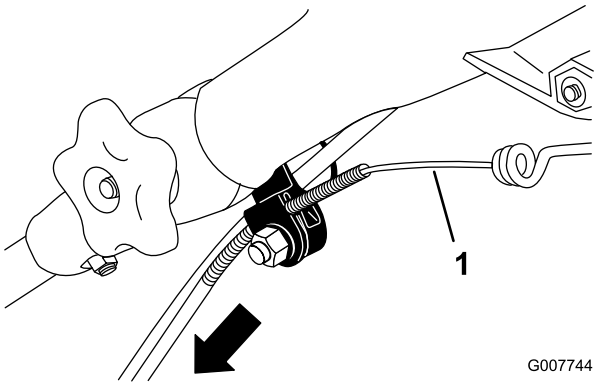

Figuur 37
3. Trek de kabelmantel naar beneden tot de speling in de blootgelegde kabel weg is (Figuur 37).